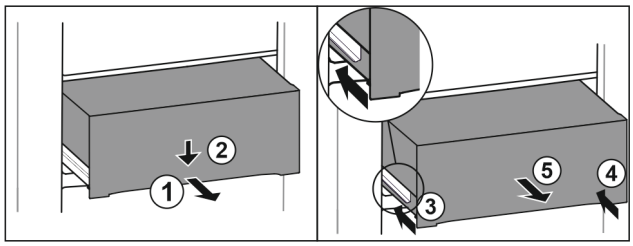

Fig. 189
- ▶ Extrageți pe jumătate sertarul. *Fig. 189 (1)*
- ▶ Apăsați în jos sertarul pe partea frontală. *Fig. 189 (2)*
- ▶ Inserați șina stângă aproximativ 2 cm. *Fig. 189 (3)*
- ▶ Inserați șina dreaptă aproximativ 2 cm. *Fig. 189 (4)*
- ▶ Extrageți sertarul spre înainte. *Fig. 189 (5)*